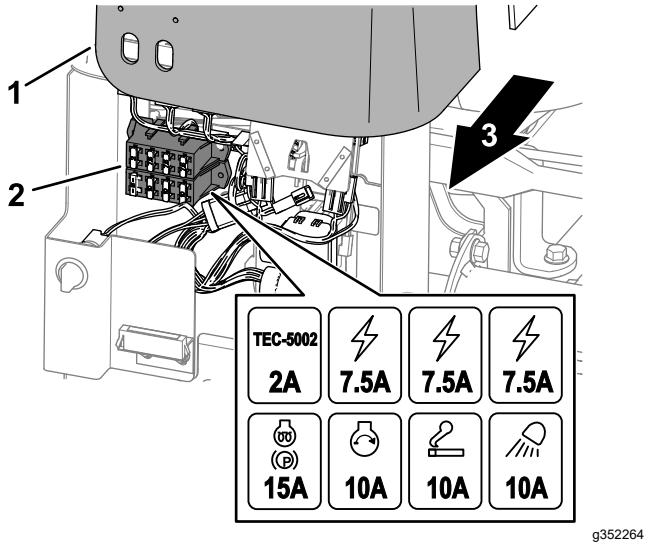

**Figur 70**
1. Lyft upp kåpan från reglagearmen (Figur 70).
2. Leta reda på den öppna säkringen i säkringshållaren eller säkringsblocket (Figur 70).
4. Montera kåpan på reglagearmen (Figur 70).